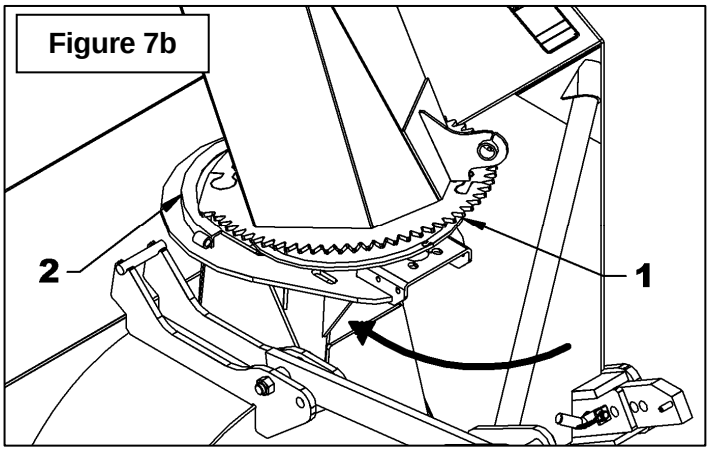

Figure 7b
4. **Figure 7b:** Insert the chute (item 1) under the retaining plate (item 2) welded on the snowblower.